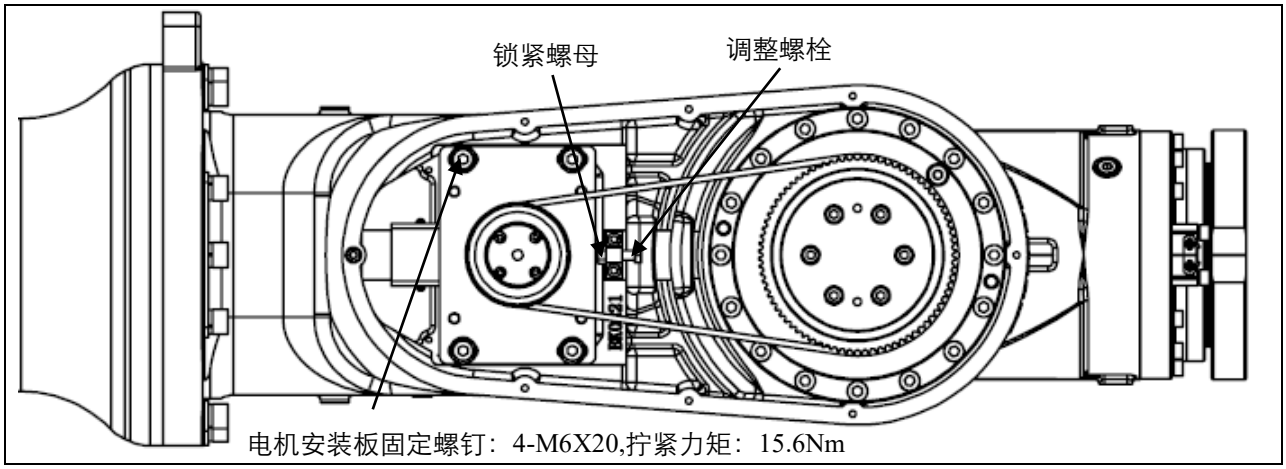
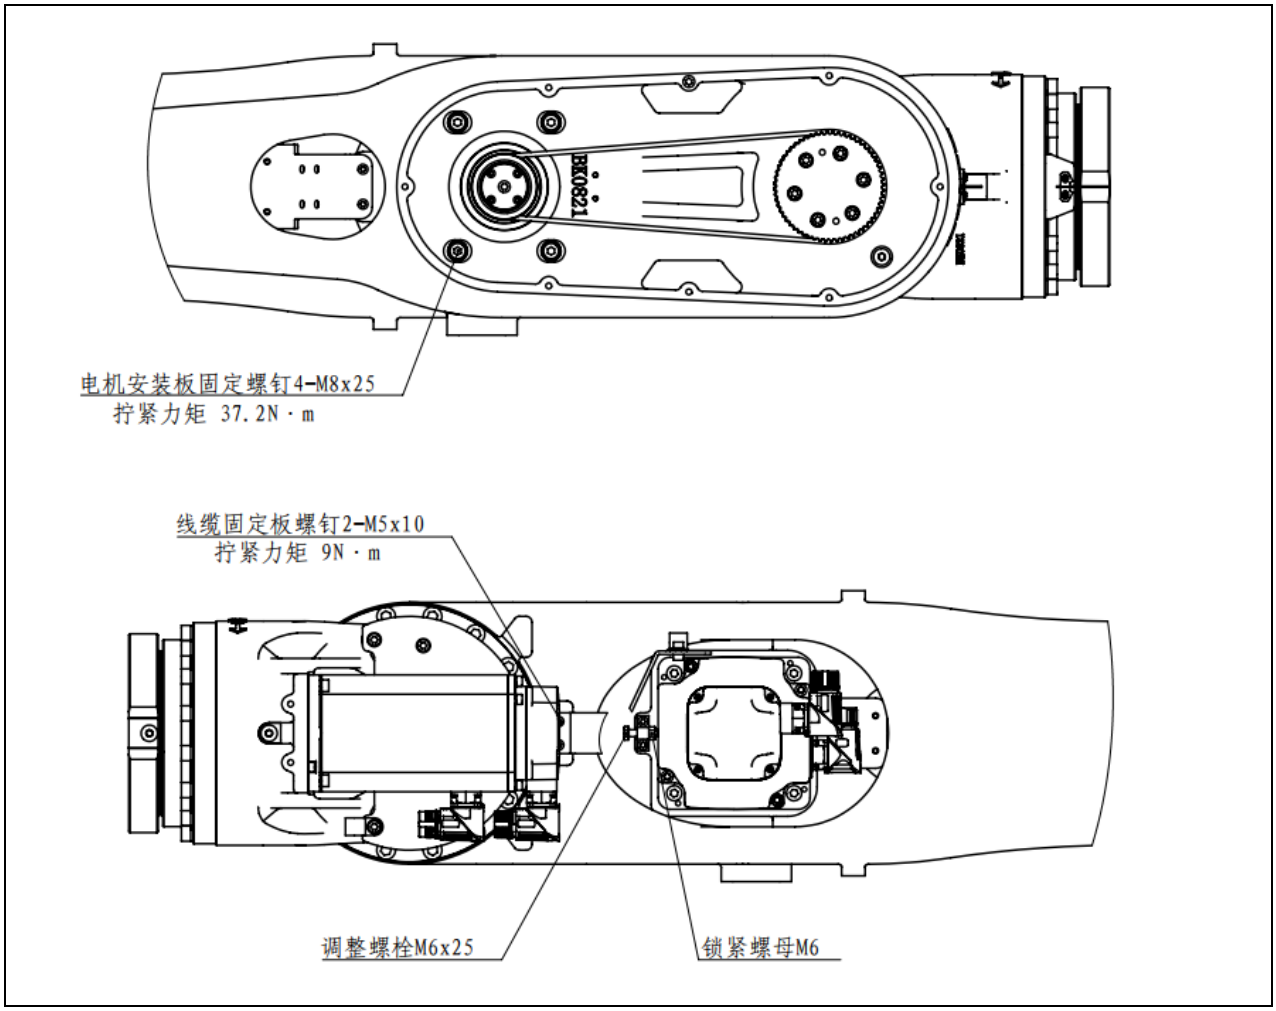

图5-6 同步带张紧位置示意图（ER130B-3200）
图5-7 同步带张紧位置示意图（ER160B-3200, ER170B-2650, ER220B-2650, ER135B-2700）
2. 如图 5.6、图 5.7 所示，拆下盖板后，即可看到 J5 轴同步带；